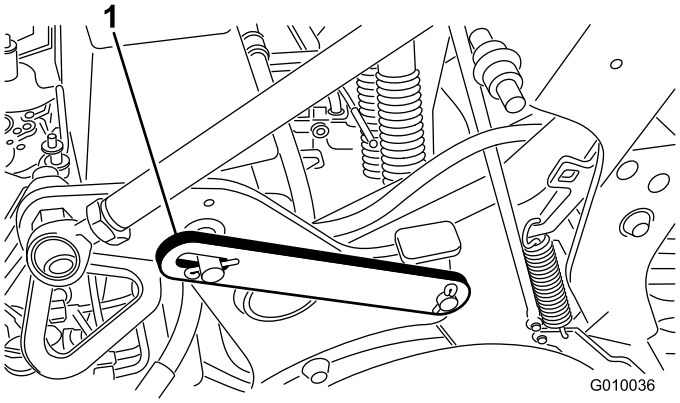

Figur 20
2. Ta bort klämringen som fäster servicespärren i förvaringsläget (Figur 20).